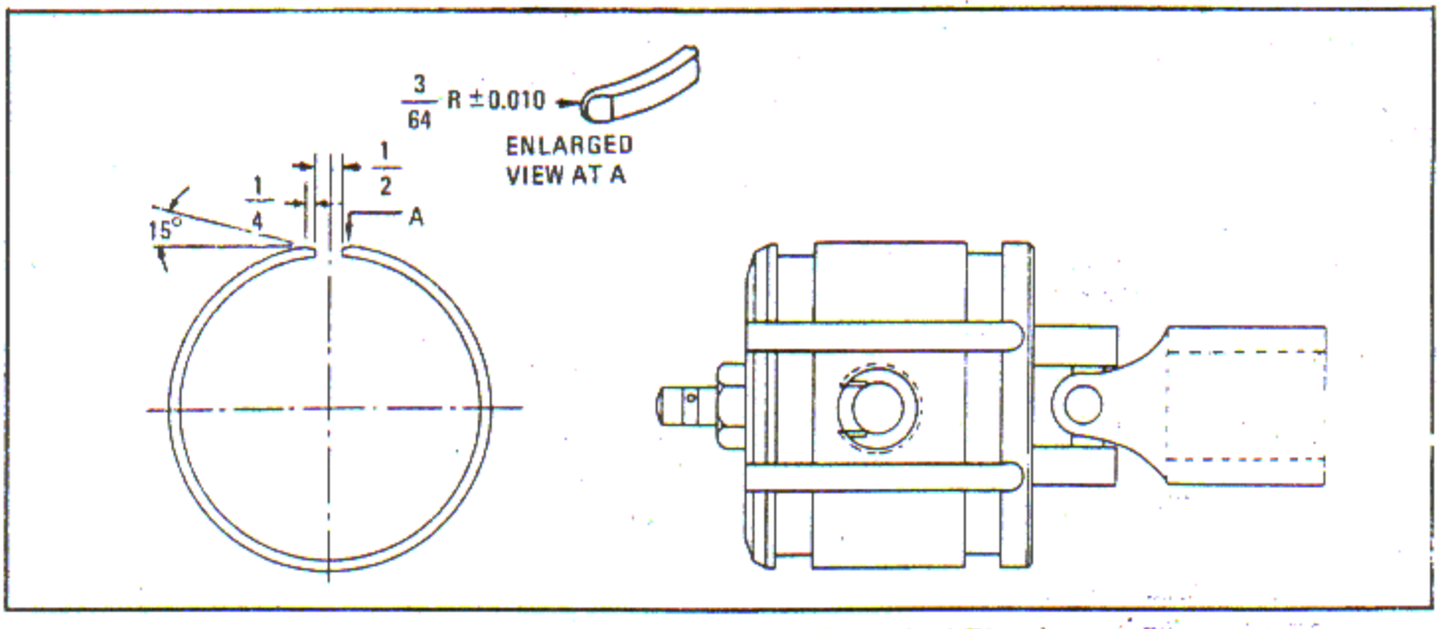

Figure 6-124. Lapping Head and Reworked Rings
b. Lap all cylinder bores after honing, using lapping head, with 12 P/N 68498 rings reworked as shown in figure 6-124. Use a suitable lapping